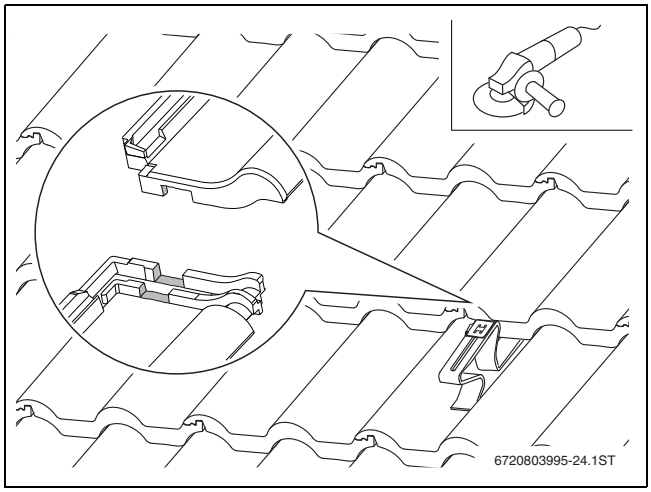

Рис. 23 Доработка черепицы
- ▶ Осторожно удалите точки прилегания на черепице в зоне кровельного крюка (→ рис. 23).